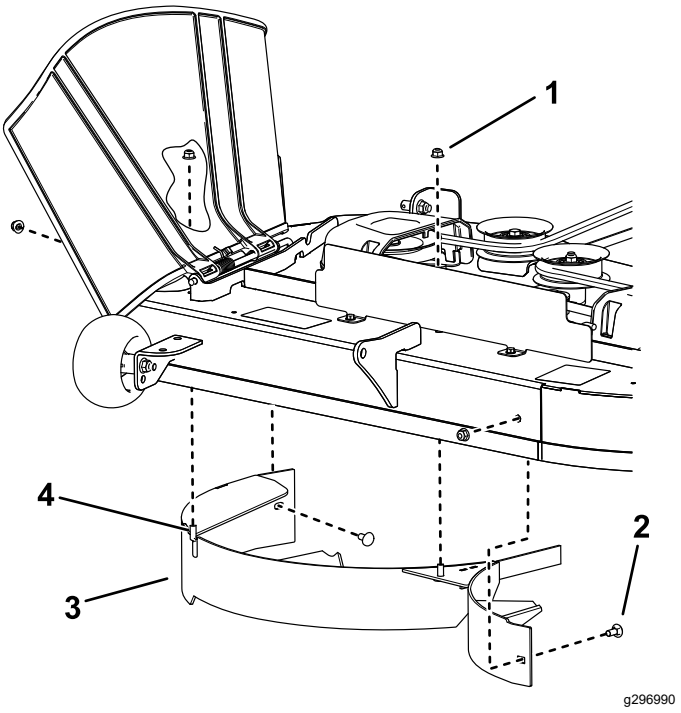

**Figure 12**
4. Remove the 2 locknuts (5/16 inch) from the welded posts of the baffle (Figure 12).
1. Locknut—5/16 inch (4)
2. Carriage bolt—5/16 x 3/4 inch (2)
4. Welded post (2)
5. Remove the 2 carriage bolts and 2 locknuts securing the baffle to the deck and remove the baffle (Figure 12)
6. Locate the 2 bolts in loose parts and use the existing locknuts to install these fasteners into the holes used for the welded posts (Figure 12) to prevent flying debris.